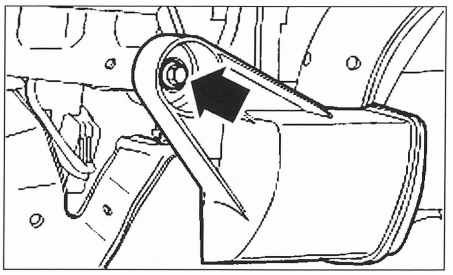

FIG. 12
- el resonador de aire de admisión **(fig. 12)**.